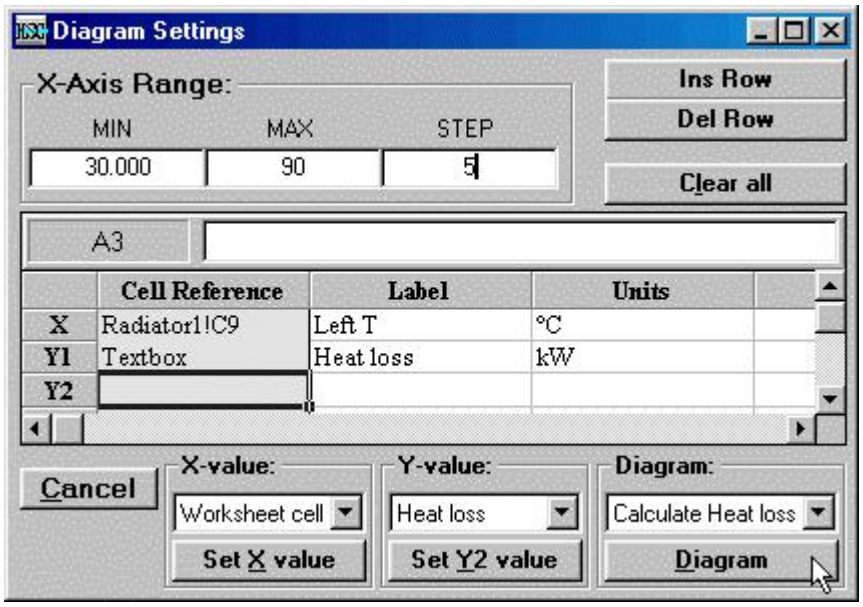

Figure 13 *Dia ra dia o indo . eci in t e dia ra .*
Instead of only iterating a certain goal value, the **Diagram Dialog** may be used for graphically plotting the whole range. In the example below (Figure 13), the influence of the inside water temperature on the heat flow (in this case the radiator heat output), is shown. Step-by-step the diagram may be achieved in the following manner:
7. Type **90** in the MAX textbox and **5** in the STEP textbox. This means that the inner temperature will range from 30 C to 90 C calculated every 5 C. The dialog box should now look similar to Figure 13.